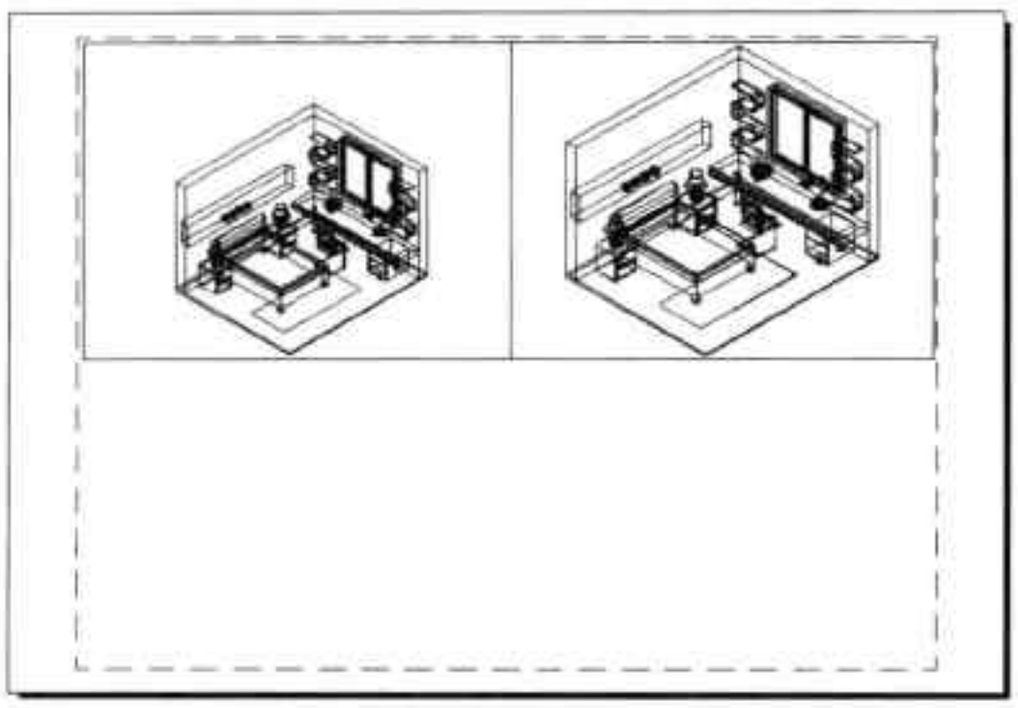

图10-35 创建第二个视口
Step 05 再次执行“矩形”命令，完成其他视口的绘制，如图 10-35、10-36 所示。